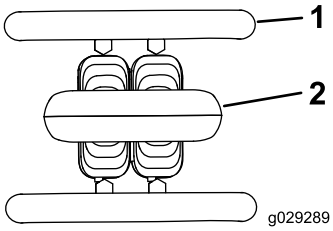

**Rysunek 6**
- Aby się zatrzymać, zwolnij dźwignię sterowania zespołem jezdnym (Rysunek 6).